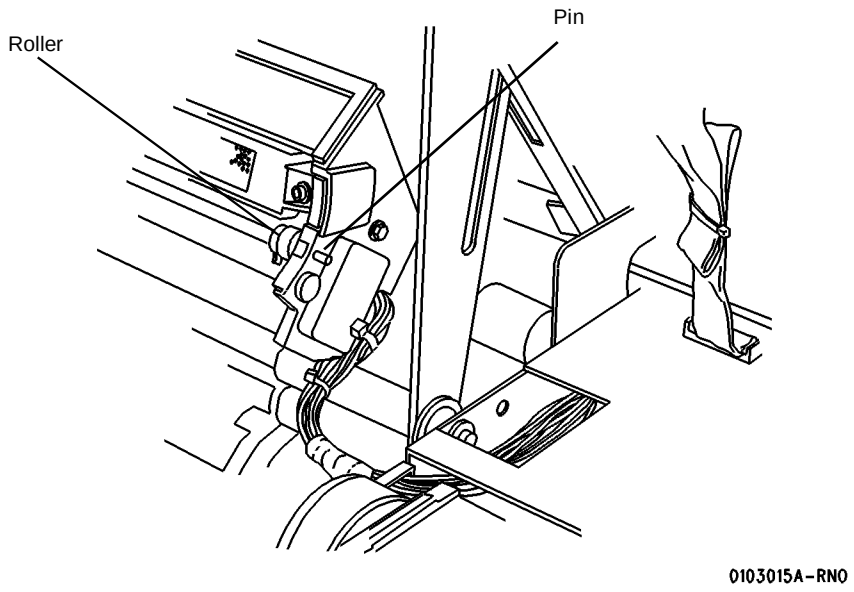

**Figure 1 Removing the Front Roller**
3. (Figure 1): Using pliers, pull out the pin and remove the roller.